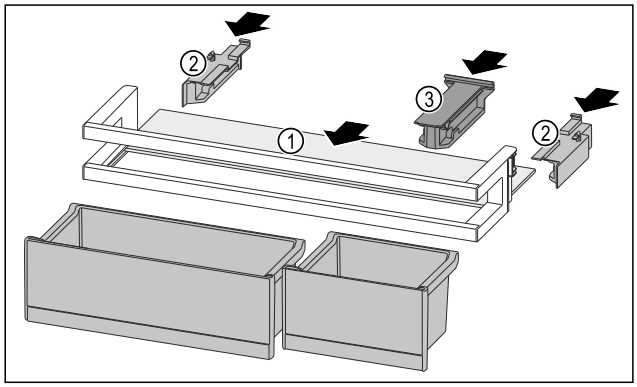

Fig. 168
▶ Împingeți în interior raftul *Fig. 168 (1)* în degajările laterale.
▶ Introduceți piesele laterale *Fig. 168 (2)*.
▶ Introduceți piesa de susținere *Fig. 168 (3)*.